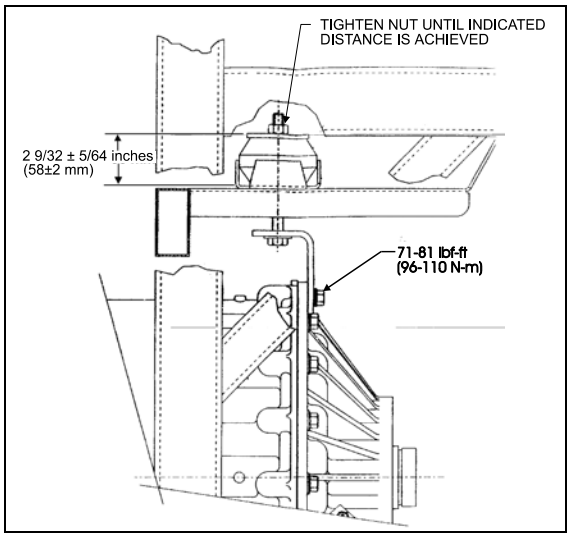

FIGURE 17: RUBBER DAMPER TOLERANCE 07014
a) Install transmission bracket (Fig. 17), tighten to 71-81 lbf•ft (96-110 N•m).
c) Respect damper tolerance of 58 mm (Fig. 17)